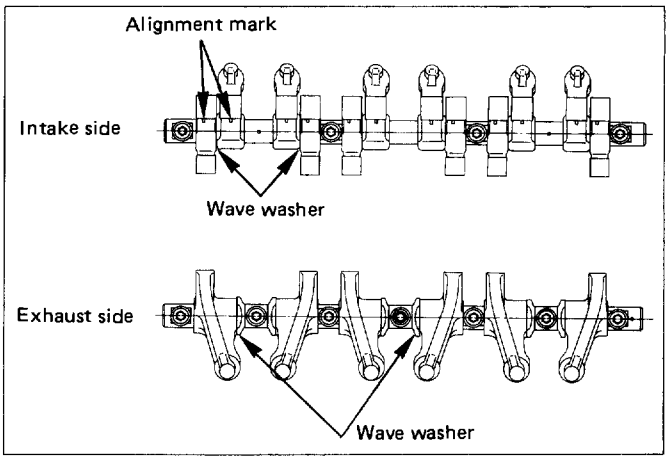

Fig. 6A-53
- Install a wave washer between rocker arm inlet and rocker arm exhaust. (Fig 6A-53)